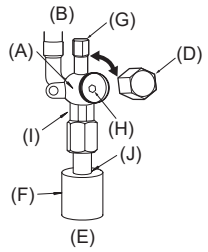

Fig. 4-5
1. Lato liquidi/gas (Fig. 4-5)